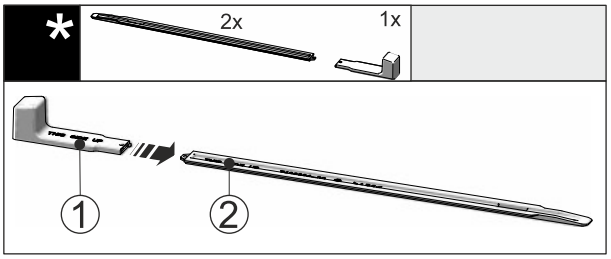

Fig. 54
▶ Dugja rá a szerelőfogantyút *Fig. 54 (1)* a szintezősínre *Fig. 54 (2)*.